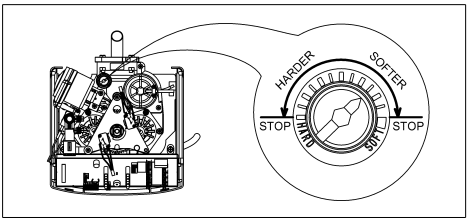

Fig. 6 : Adjusting the mixing
b) To do so, the water softening system must be in the operating position (LED “Regeneration” (**13**) is off). Start regeneration by pressing the regeneration button (**12**) (see fig. 6). The LED “Regeneration” (**13**) lights up whilst the LED “Switching chamber“ (**10**) flashes simultaneously in time with the servo drive. After 9 to 10 drive cycles, the salting position is reached (marking “2” on the operating phase indicator (**24**)). The LED “Switching chamber“ (**10**) goes out, the LED “Bacterial protection - left cham-
– The LEDs of the electronic control unit. The red LED flashes in the event of faults (see fig. 6).